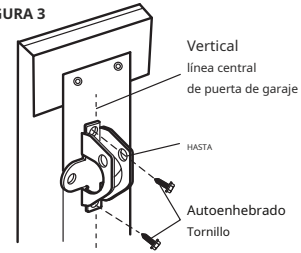

FIGURA 4
- yo Utilice los orificios de los soportes de la puerta superior e inferior o de lado a lado. Taladre orificios de 5/16" a través de la puerta y asegure el soporte con pernos de cabeza redonda de 5/16"-18x2", arandelas de seguridad y tuercas (no incluidas). (Figura 4)